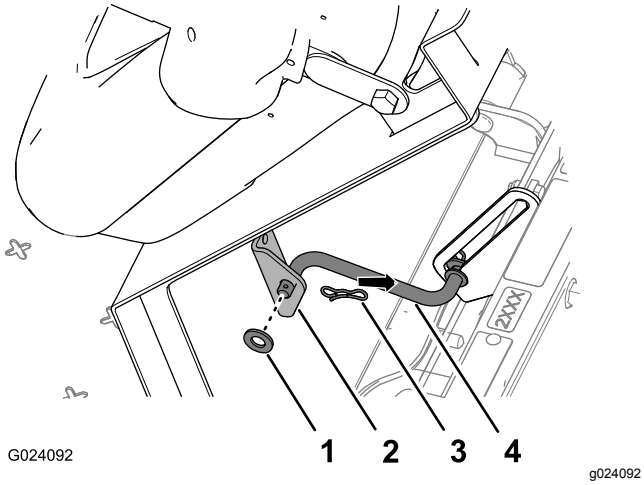

Rysunek 6
2. Odłącz zawleczkę mocującą podpórkę do wspornika pod spodem płyty fotela (Rysunek 6).